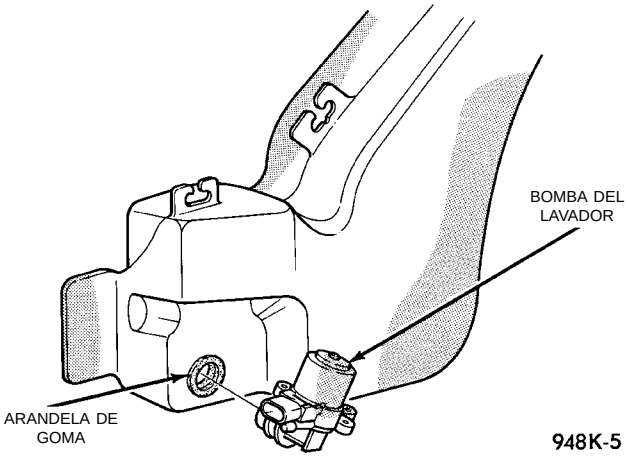

Fig. 7 Bomba del lavador
(1) Eleve el vehículo con un elevador.
(2) Desconecte el conector de cables de la bomba del depósito.
(3) Desconecte la manguera del lavador situada en la bomba y drene el depósito.
(4) Con suavidad, extraiga la bomba mediante un movimiento de palanca para separarla del depósito y retírela de la arandela de goma. Debe tener cuidado de no perforar el depósito (Fig. 7).
(5) Retire la arandela de goma del depósito y deséchela.